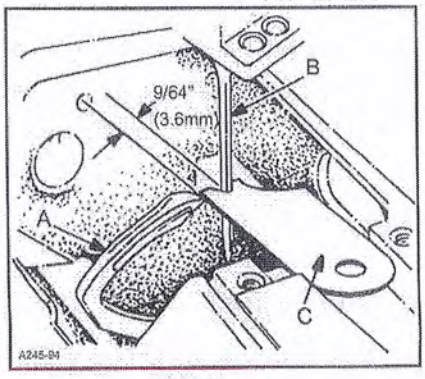
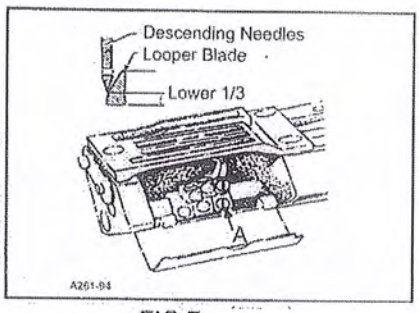

FIG.6
FIG.7
Insert a new set of needles,type and size specified.Always adjust the looper (A,Fig.6) for the left needle first.Set the looper so that the distance from the center of the needle(B)to the point of the looper (A) is 9/64" (3.6mm) when the looper is at its farthest position to the left.Looper gauge (C) No.21225-9/64 can be used advantageously in making this adjustment.If adjustment
is required, loosen screw (A,Fig.7) in looper holder,permitting movement in either direction to attain the 9/64"(3.6mm) dimension as shown in Fig .6.Retighten screw(A.Fig.7).Repeat for other needles and loopers.
Rotate handwheel in operating direction to assure that the looper point passes to the rear of the needle to touch but not deflect.This adjustment can be made by loosening screw(A.Fig.7)in looper holder.Looper holder can be moved front to back to attain looper to needle setting.Always check the 9/64"(3.6mm) looper gauge setting after setting the looper to the back of the needle,and conversely,always check the setting of the looper to the back of the needle after setting the 9/64"(3.6mm)looper gauge.